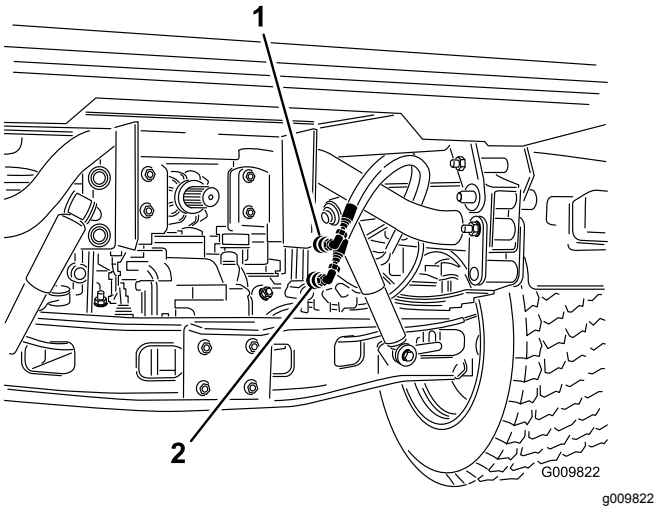

**Figur 16**
2. På kjøretøy med serienumre fra 240000001 og oppover, koble de to løftesylinderslangene fra slangene som er festet til koblingsbraketten (Figur 16). Sett hettene inn i hurtigkoblingene til sylinderslangene.